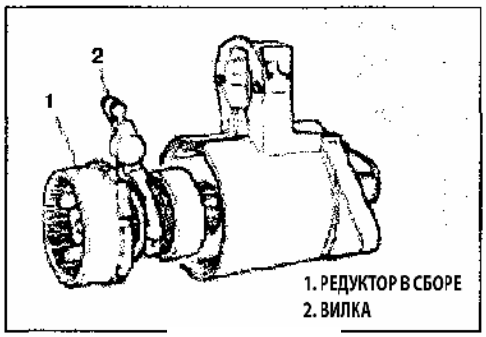

Рис. 203
10) Вставьте вал в сборе горизонтально в переднюю крышку как показано на рисунке слева (Рис. 203).